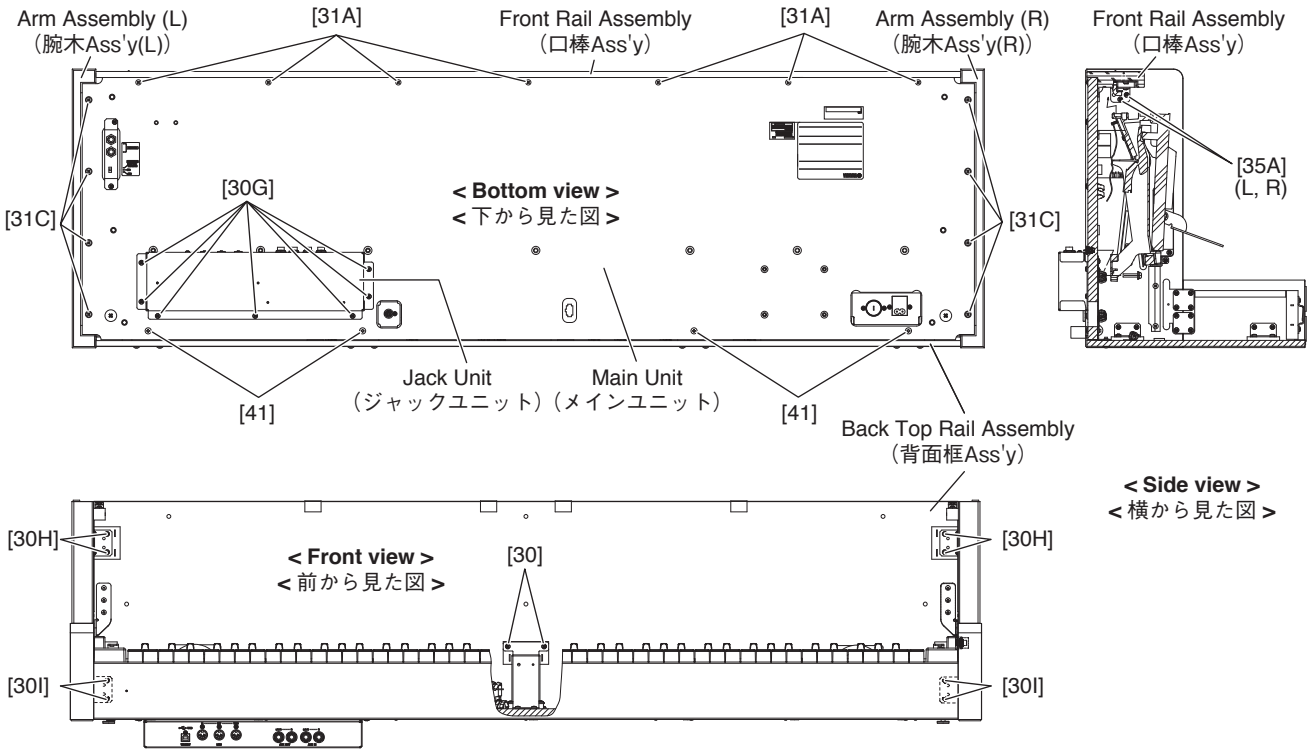

Fig.18（図 18）
17-2 Remove the seven (7) screws marked [30G]. The jack assembly can then be removed from the main unit. (Fig.18)
17-2 [30G] のネジ 7 本を外し、ジャックユニットをメインユニットから外します。(図 18)
20-8 Remove the seven (7) screws marked [31A], and the two (2) screws each marked [35A] for both side. The front rail assembly can then be removed. (Fig.18)
20-8 [31A] のネジ 7 本と [35A] のネジ左右 2 本ずつを外し、口棒 Ass'y を外します。(図 18)
21-8 Remove the two (2) screws marked [30], the four (4) screws marked [41], the two (2) screws each marked [30H] and the two (2) screws each marked [30I] for both side. The back top rail assembly can then be removed. (Fig.18)
21-8 [30] のネジ 2 本、[41] のネジ 4 本、[30H] のネジを左右 2 本ずつと [30I] のネジを左右 2 本ずつ外し、背面框 Ass'y を外します。(図 18)
22-8 Remove the four (4) screws marked [31C], the two (2) screws marked [35A], the two (2) screws marked [30I] and the two (2) screws marked [30H]. The arm assembly can then be removed from the main unit. (Fig.18)
22-8 [31C] のネジを 4 本、[35A] のネジを 2 本、[30I] のネジを 2 本と [30H] のネジを 2 本外します。腕木 Ass'y をメインユニットから外します。(図 18)